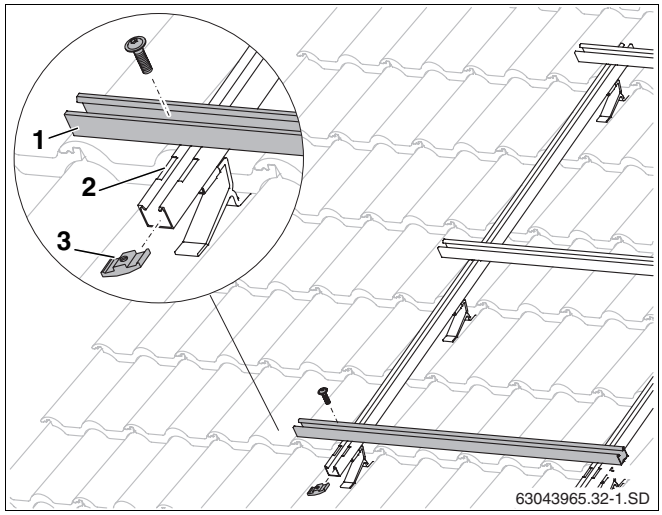

Abb. 30 Waagerechte Profilschienen montieren
- Die Profilschienen (Abb. 30, **Pos. 1**) in die Einkerbungen (Abb. 30, **Pos. 2**) der Schneelastprofile legen und mit Schrauben und Alu-Mutter (Abb. 30, **Pos. 3**) nur leicht anziehen, damit die Profilschienen noch ausgerichtet werden können.